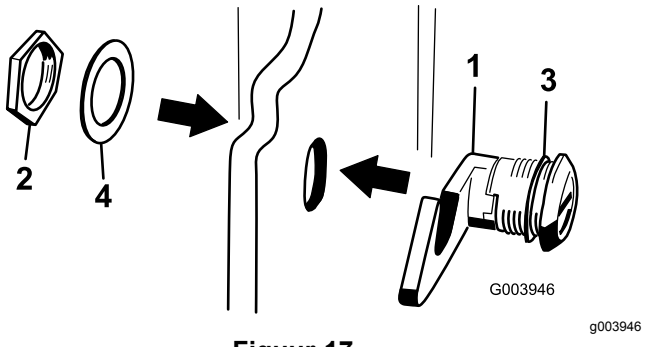

Figuur 17
3. Verwijder de moer van de motorkapsluiting (Figuur 17).